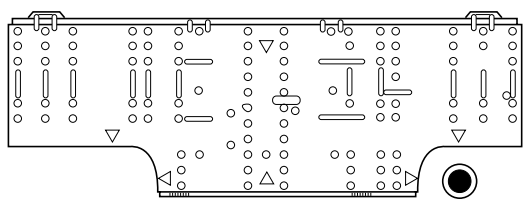

Fig. 3-19
(1) Attach the rear panel to the wall with the 10 screws provided. (Fig. 3-19)